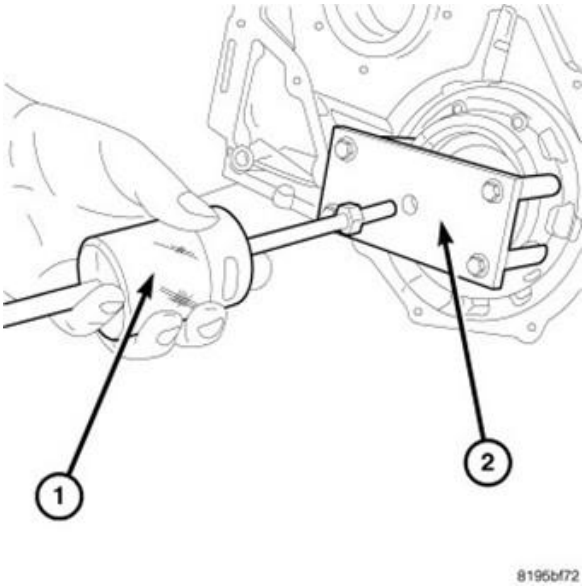

Figure 28 – Slide Hammer
40. Install Slide Hammer C-3752 (1) to Puller Adapter 9908 (2). Then using slide hammer, release the underdrive compounder assembly from the transmission case (Figure 28).